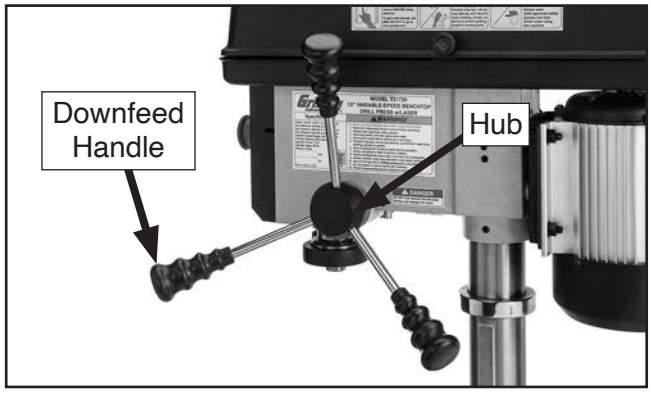

**Figure 17.** Downfeed handles installed in hub.
10. Thread (3) downfeed handles into downfeed hub, as shown in **Figure 17**.